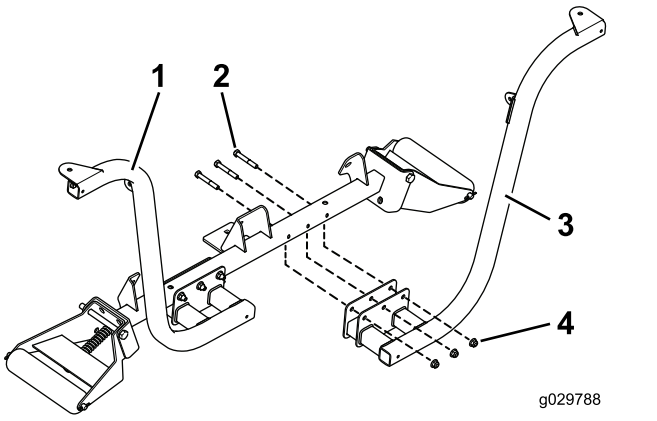

Figur 6
1. Sätt fast de vänstra och högra strålkastarfästena på framsidan av rullens stödrör med sex skruvar (3/8 x 2 1/2 tum) och sex flänsmuttrar (3/8 tum) i enlighet med Figur 6.